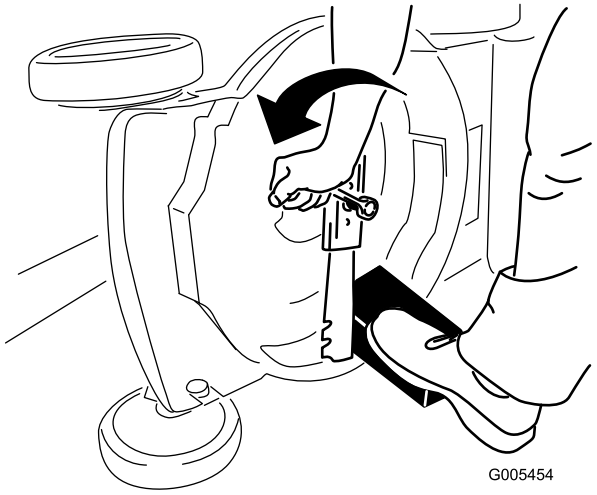

Figur 20
3. Håll kniven stilla med hjälp av en träkloss (Figur 20).
4. Ta bort kniven och spara alla monteringsdelar (Figur 20).